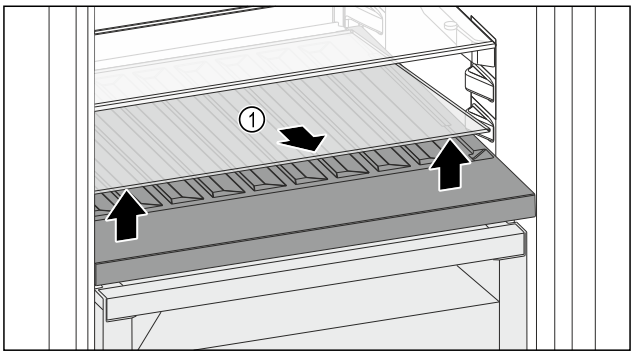

Fig. 154
▶ Lift the glass shelf *Fig. 154 (1)* at the front and remove.
▶ Store the glass shelf *Fig. 154 (1)* in a safe place outside the appliance.